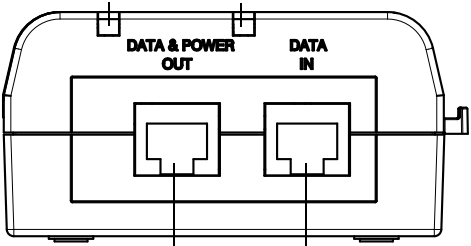

Abbildung 4
4. Verbinden Sie die Kabel vom Patchpanel des Datenswitches mit dem Ethernet-Eingangsport (DATA IN). Siehe Abbildung 4.
5. Schließen Sie das Endgerät am Ausgangsport (DATA & POWER OUT) an. Siehe Abbildung 4.